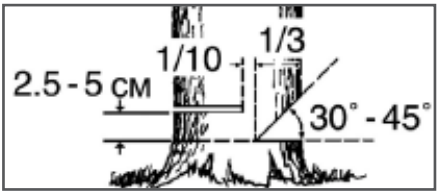

Рис. 12. Расположение запила и пропила
5. Сделайте запил с той стороны, куда должно упасть дерево. Глубина запила примерно 1/3 диаметра ствола под углом 30-45° (Рис. 12).